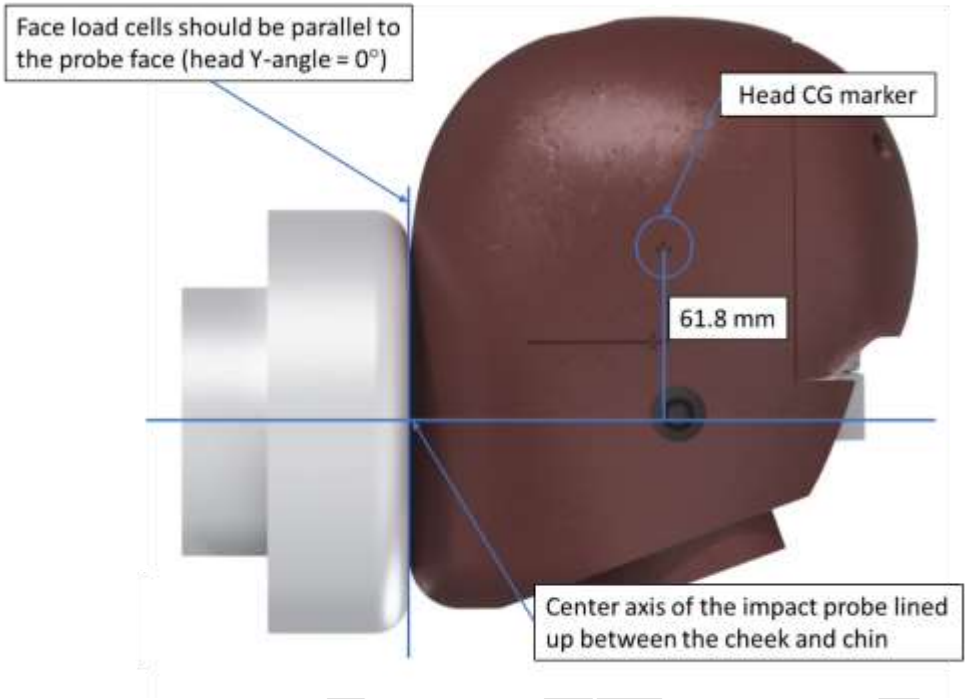

Figure 2-2. Positioning the center of the impact face to align impactor.
2.5.6 Adjust the table height or impactor height so that the center of the impact face is aligned 61.8 mm below the head CG marker (Figure 2-2). A removable pointer (threaded into the centerline of the pendulum with approximately 30mm protruding) or laser will aid this process.